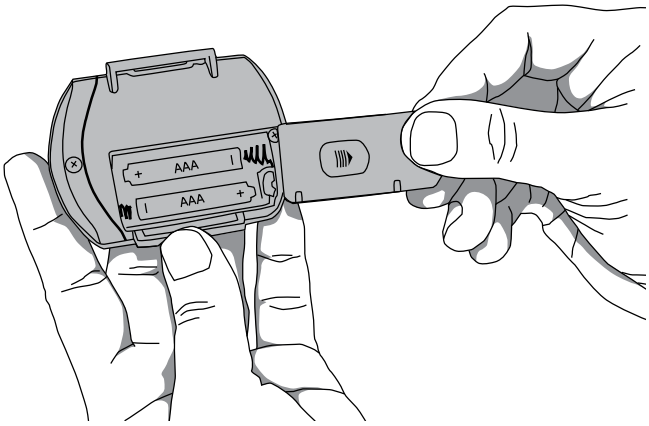

Abbildung 4: Batteriedeckel entfernen
1. Das Batteriefach durch Herausschieben des Batteriedeckels auf der Rückseite des Geräts öffnen (Abbildung 4).